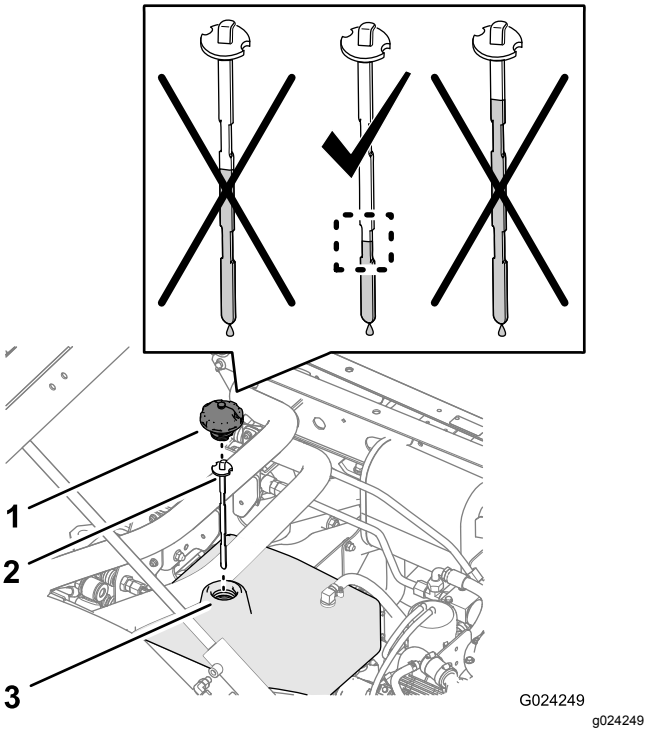
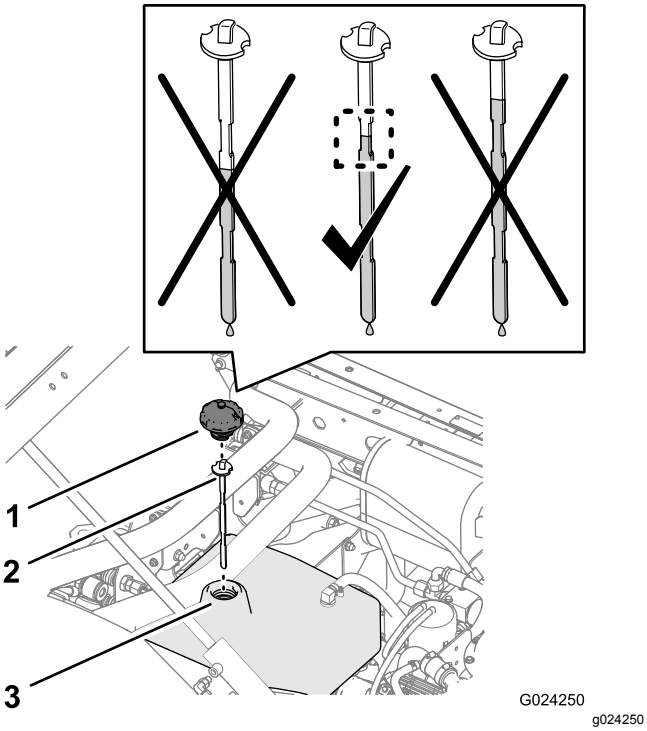

**Figur 79**
**Figur 80**
4. Rengjør rundt påfyllingshalsen og lokket på beholderen for hydraulisk olje (Figur 79 og Figur 80).
5. Fjern lokket og peilestaven fra beholderens påfyllingshals, og tørk av peilestaven med en ren fille (Figur 79 og Figur 80).
6. Før peilestaven ned i påfyllingshalsen før du tar den ut og kontroller oljenivået (Figur 79 og Figur 80).
7. Hvis nivået er lavt, fyller du spesifisert hydraulisk olje i beholderen for å heve nivået til midten av det innskårede området på peilestaven (Figur 79 og Figur 80).
8. Sett peilestaven og lokket på plass på påfyllingshalsen på beholderen (Figur 79 og Figur 80).